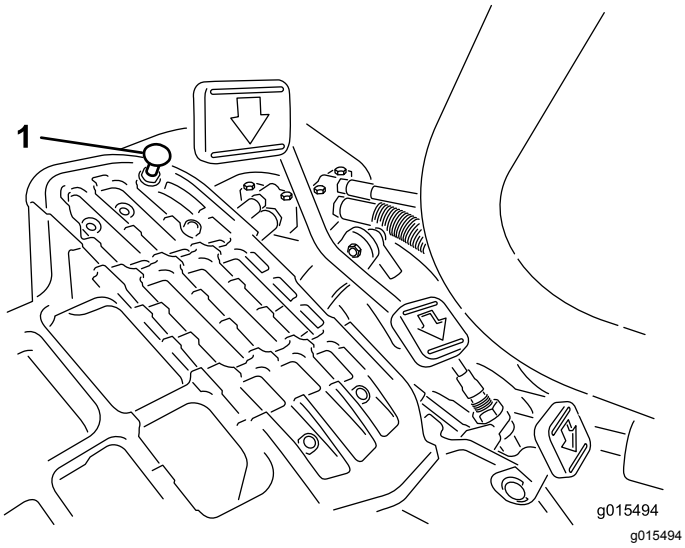

Figuur 50
Druk het tractiepedaal in. Als het pedaal contact maakt met de pedaalaanslag (Figuur 50) voordat u spanning op de kabel voelt, is afstelling vereist:
1. Draai de flenskopborgmoeren los waarmee de pedaalaanslag aan de vloerplaat is bevestigd (Figuur 50).